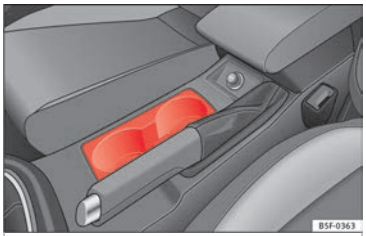

Fig. 155 Consola central: portabebidas delantero.
– Ponga las bebidas en el soporte ››› **fig. 155**. Se pueden poner dos bebidas. En los revestimientos de las puertas hay la posibilidad de poner también botellas de plástico más grandes.